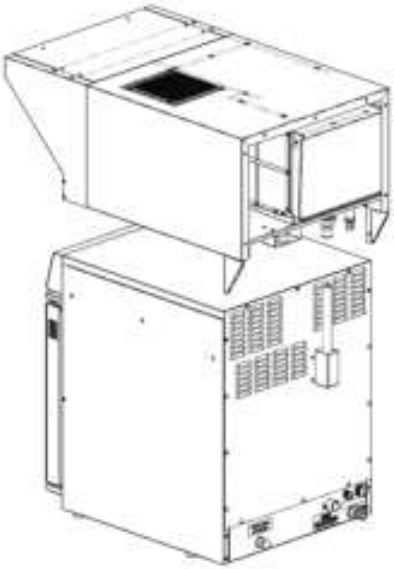

Рис. 9
12. Установить зонт на пароконвектомат (см. Рис. 9): необходимо совместить трубку вывода пара из камеры пароконвектомата с установленным патрубком на зонте, затем стянуть хомутом из комплекта зонта;